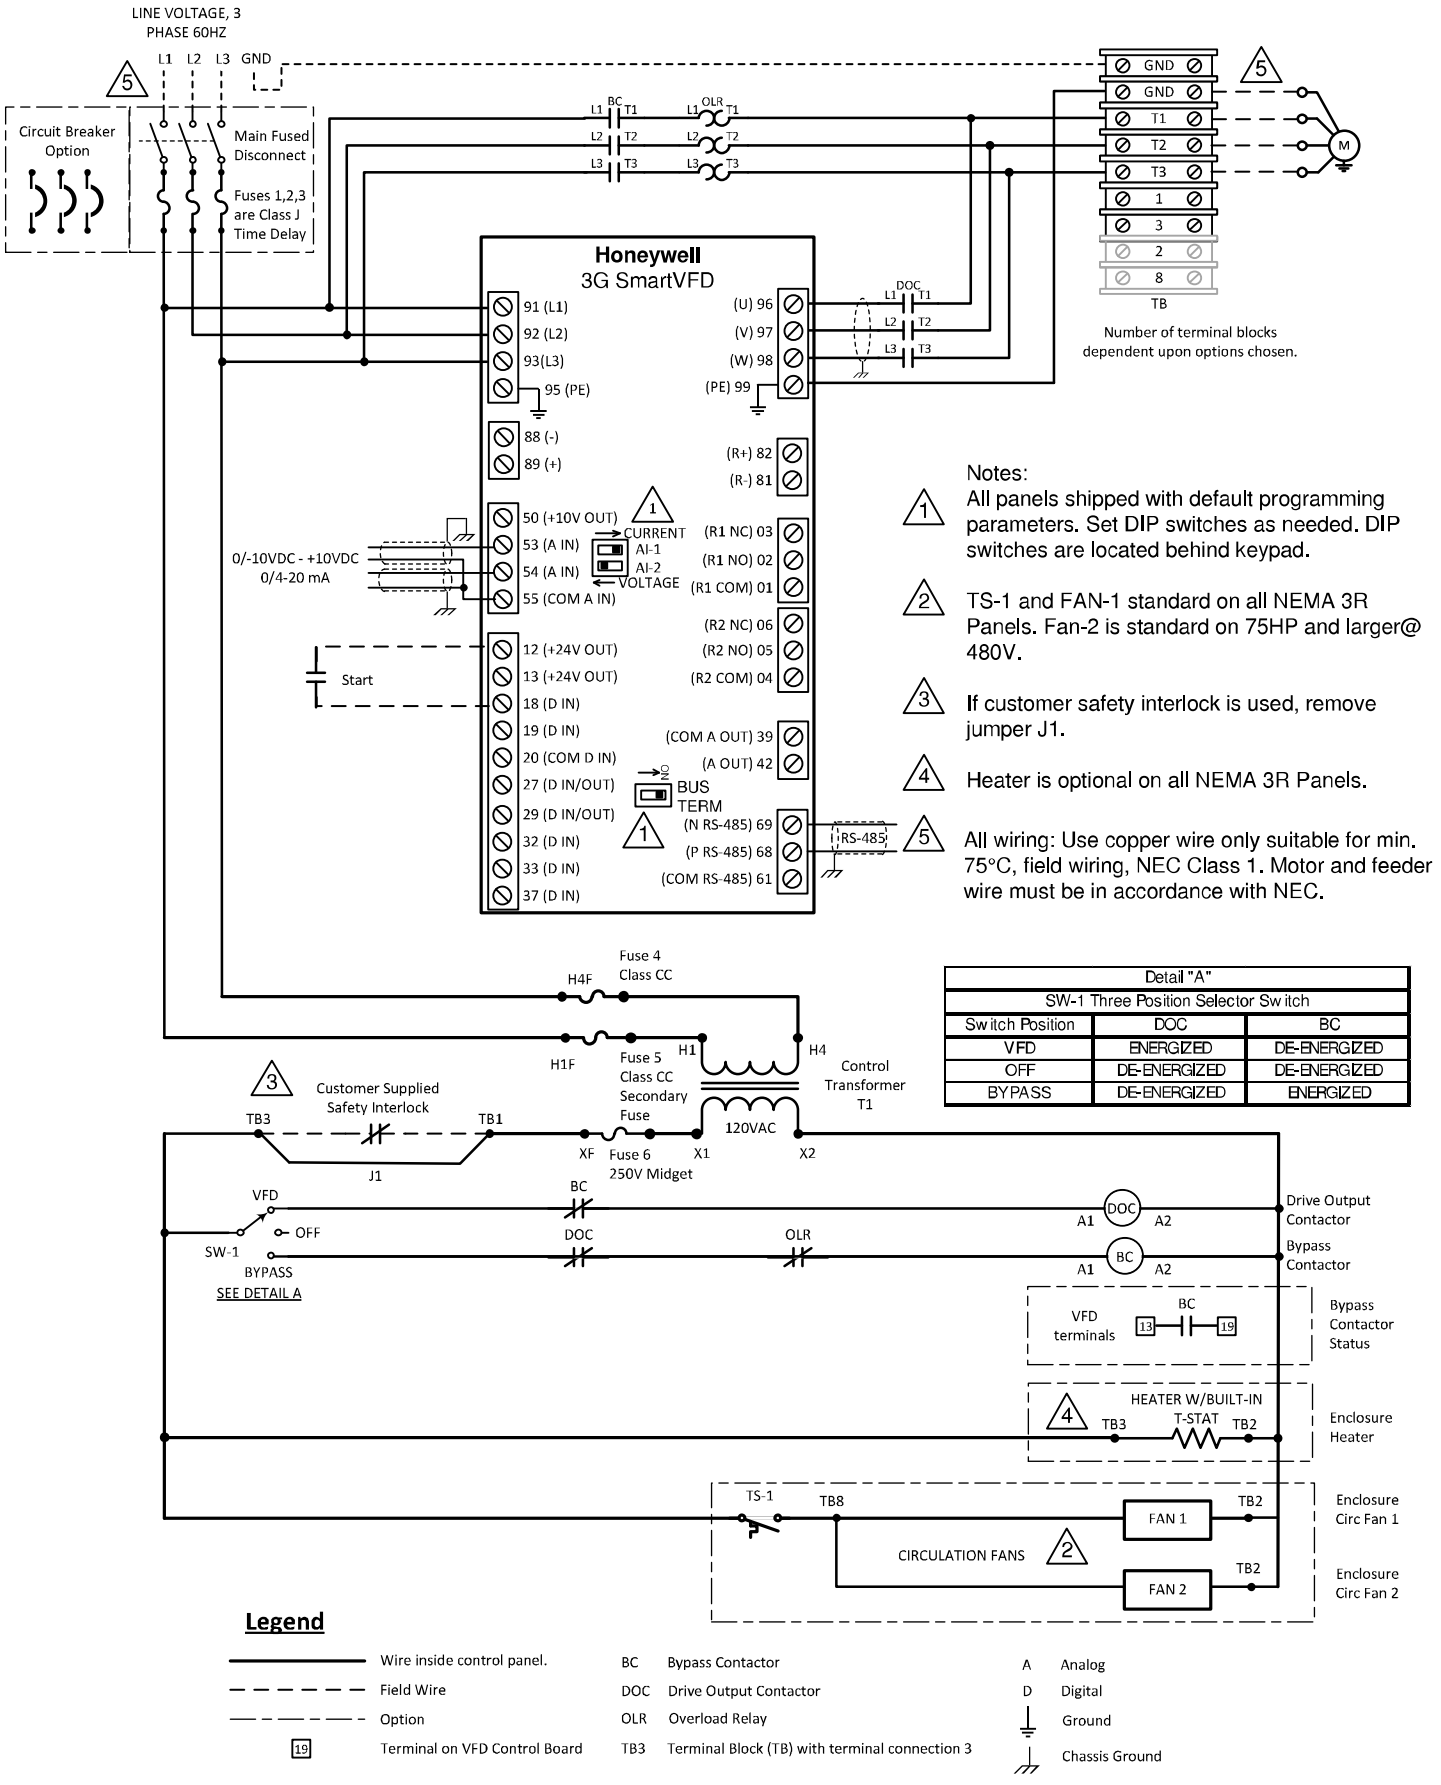

Fig. 1.0 2 Contactor Wiring Diagram.
Refer to Fig 1.0, 2 Contactor Wiring Diagram
c. **VFD operates backward, BYPASS operates forward**. (*If motor is rotating backward in VFD mode and forward in Bypass mode there may be an issue with the internal factory wiring).* Shut down power , lock out power source , test incoming voltage on incoming line power wiring on line terminals “L1”, “L2”, “L3”. Once it is established that power is shut down , open the VFD cover and locate terminals "91"(L1) and "92"(L2) on the drive. Swap wires on terminals "91"(L1) and "92"(L2). *(Refer to Fig 1.0,2 Contactor Wiring Diagram).* Re- energize power and check rotation again . Verify the motor rotation in VFD mode is forward . Once verified , switch to BYPASS mode and verify rotation in BYPASS mode is forward . Once proper rotation is confirmed in both modes proceed with commissioning drive and setup as needed . If problems persist call J&L factory staff for technical support.
d. **VFD operates forward , BYPASS operates backward**. *If (If motor is rotating forward in VFD mode and backward in Bypass mode there may be an issue with the internal factory wiring).* Shut down power , lock out power source , test incoming voltage on incoming line power wiring on line terminals “L1”, “L2”, “L3”. Once it is established that power is shut down , locate the overload relay within the bypass enclosure . Find terminals "T1" and "T2" on the overload relay . Swap wires on terminals "T1" and "T2". *(Refer to Fig 1.0,2 Contactor Wiring Diagram).* Re- energize power and check rotation again. Verify the motor rotation in VFD mode is forward . Once verified , switch to BYPASS mode and verify rotation in BYPASS mode is forward. Once proper rotation is confirmed in both modes proceed with commissioning drive and setup as needed. If problems persist call J&L factory staff for technical support.